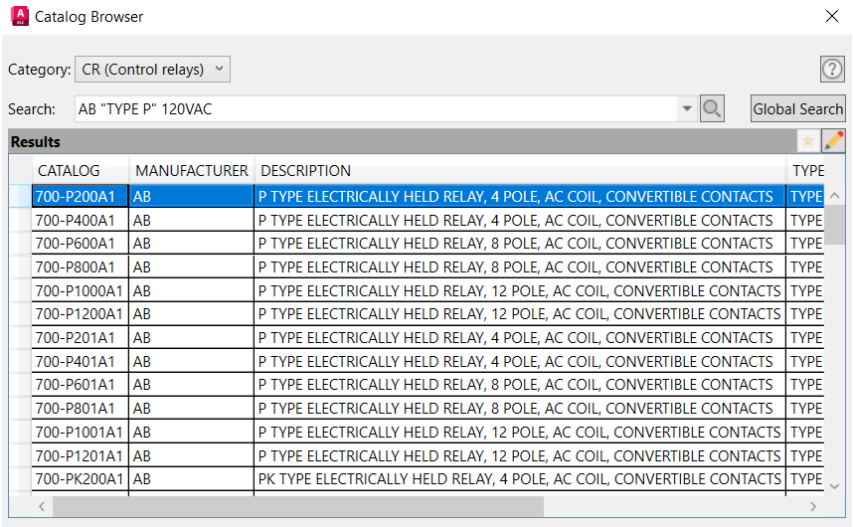

Figure 6-60 *The* ***Catalog Browser*** *dialog box*
3. Choose the **Catalog Lookup** button; the **Catalog Browser** dialog box is displayed, as shown in Figure 6-60.